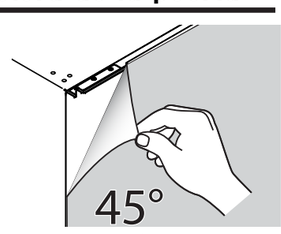
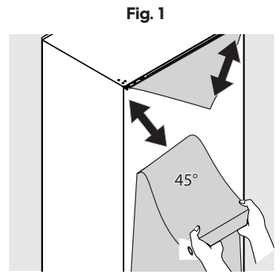

Fig. 1
Fig. 2
1. Despegue la película protectora de las esquinas superior derecha e izquierda hacia abajo en un ángulo de 45° (Fig. 1). Continúe desgarrando diagonalmente a través de la puerta con un movimiento hacia abajo hasta quitar la película protectora en un patrón en "V" en la puerta (Fig. 2).